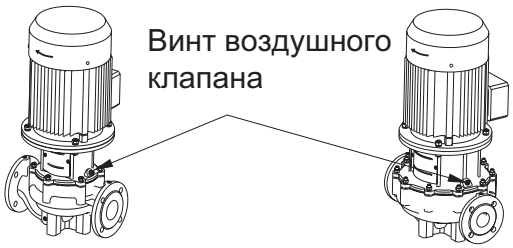

Рис. 3
• Воздушный клапан (Рис. 3) должен быть всегда обращен вверх.